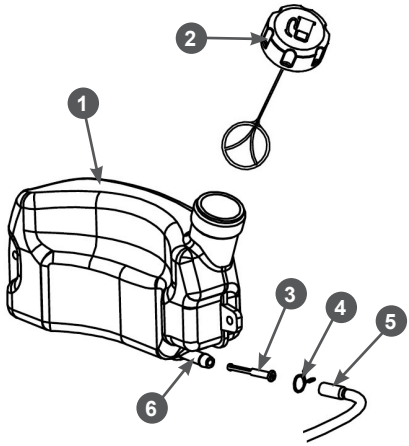

**Рис. 24. Обслуживание топливного фильтра и топливного бака**
2. Снимите хомут 4 топливного шланга и снимите шланг 5 со штуцера 6 топливного бака (Рис. 24).
4. Извлеките топливный фильтр 3 (Рис. 24). Проверьте его целостность и чистоту, при необходимости промойте чистым бензином или замените.